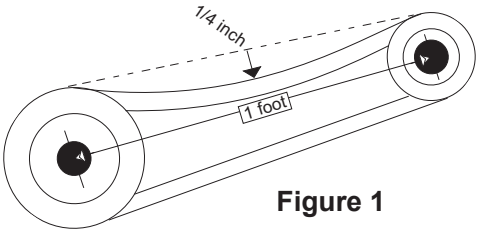

Figure 1
2. Slide the motor plate back until proper tension is reached. For proper tension, a deflection of approximately 1/4” per foot of center distance should be obtained by firmly pressing the belt. Refer to *Figure 1*.